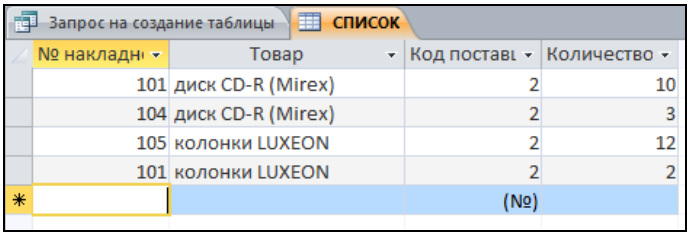

Рис. 4.28. Таблица *Список*
6. В результате работы запроса в разделе *Таблицы* появится таблица с именем *Список*, содержащая записи, удовлетворяющие заданному условию (*Код поставщика* 1 или 2) (рис. 4.28).